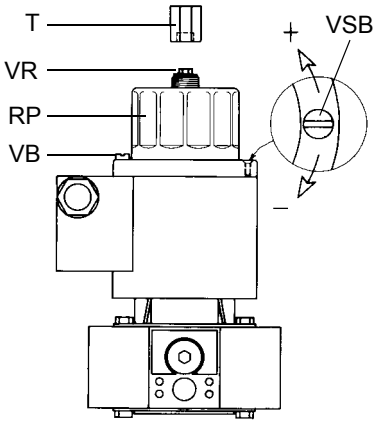

Рис. 17
- Для регулировки клапана отвинтить винт VB (Рис. 17) и вращать регулятор RP по необходимости. При его откручивании клапан закрывается, при закручивании - открывается.